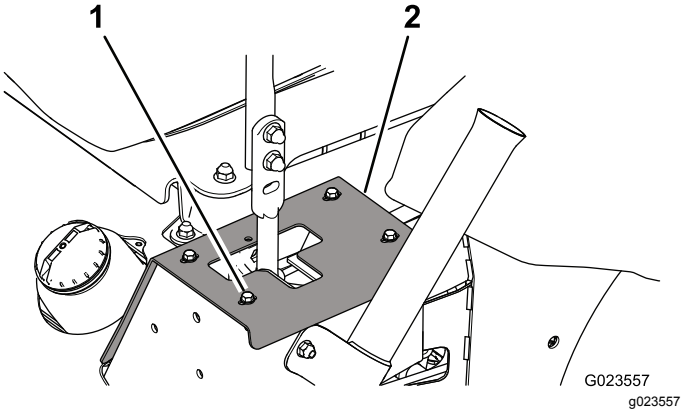

**Figur 62**
2. Du får adgang til dæmpermonteringsboltene ved at fjerne de bolte, der fastgør stoppladerne til stellet (Figur 62).